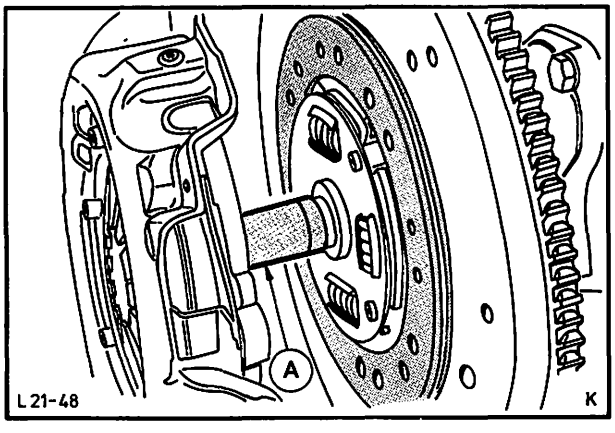

Abb. 63 Kupplungs-Reibscheibe mit Spezialwerkzeug 21-044 zentrieren
40. Kupplungs-Reibscheibe mit Spezialwerkzeug 21-044 zentrieren, Abb. 63, Druckplatte auf die Paßstifte aufsetzen und mit vorgeschriebenem Drehmoment festziehen.